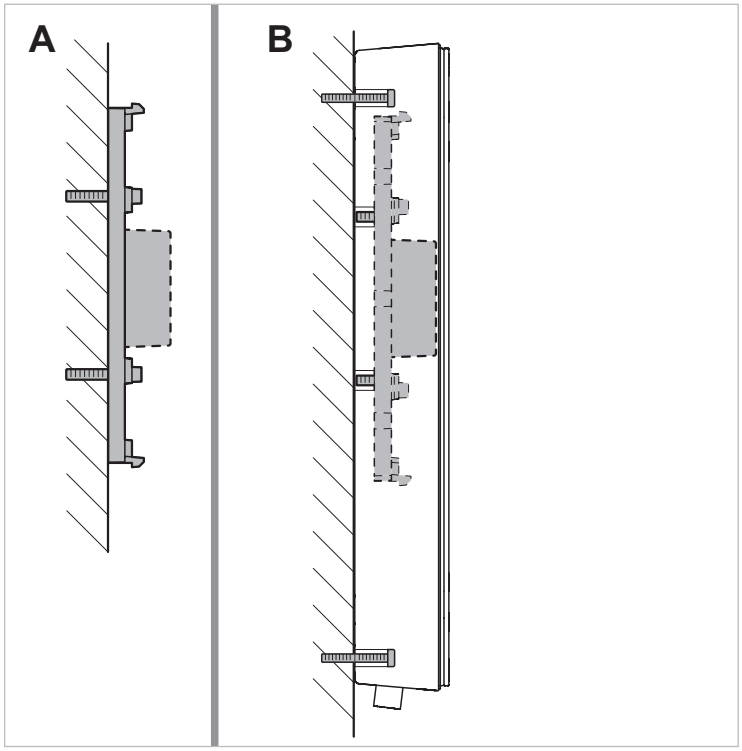
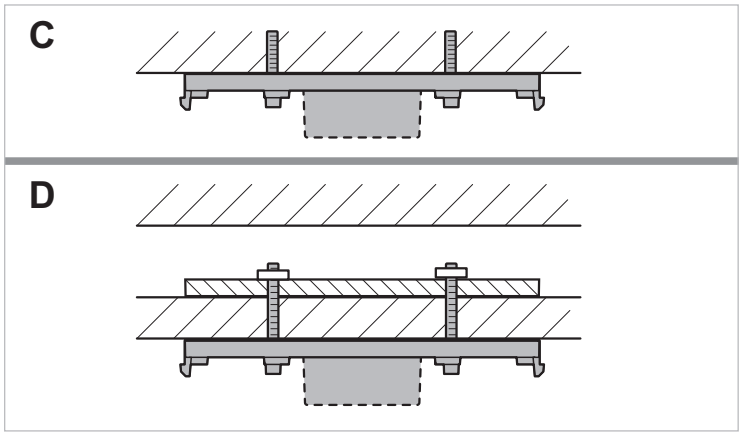

Fig. 11 Types d'installation
Fig. 12 Types d'installation
2. Fixer la plaque de fixation universelle avec au moins 4 vis selon le type de montage choisi (voir Fig. 11 et Fig. 12).
3. Visser la plaque de fixation universelle à un plafond suspendu (D, Fig. 12) :